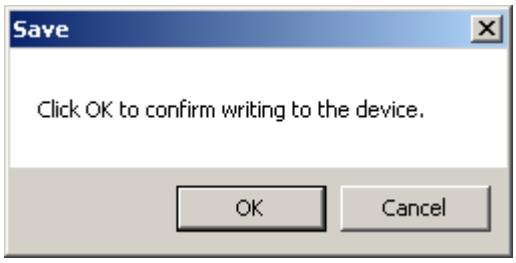

Figure 4-27 Save to Device Confirmation Screen
2. Verify that the Auto/Manual Switch Type is set to either "None" or "Toggle". From the "Save Comm Block at Power Off" section, select either "Don't Save" or "Save", then select "Save". TapTalk will display the "Save to Device Confirmation Screen" (Figure 4-27).
2. Verify that the Auto/Manual Switch Type is set to "SCAMP". From the "SCAMP Initialize on Power Up" section, select either "Auto Mode" or "Last Save", then select "Save". TapTalk will display the "Save to Device Confirmation Screen" (Figure 4-27).